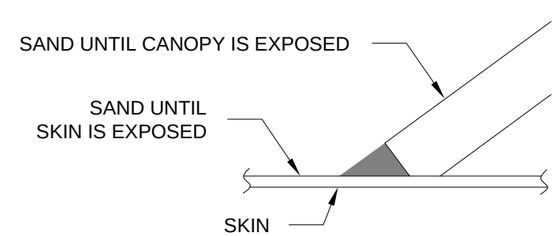

FIGURE 7: SAND VOID FILLER
Step 19: Due to the presence of micro-balloons, the void filler is a less effective fiberglass bonding surface than a scuffed canopy or aluminum skin. Use a sanding block to sand the void filler until only the area filling the void remains. See Figure 7. Use 80 grit sandpaper to finish the surface of the canopy and skin in preparation for fiberglass bonding.